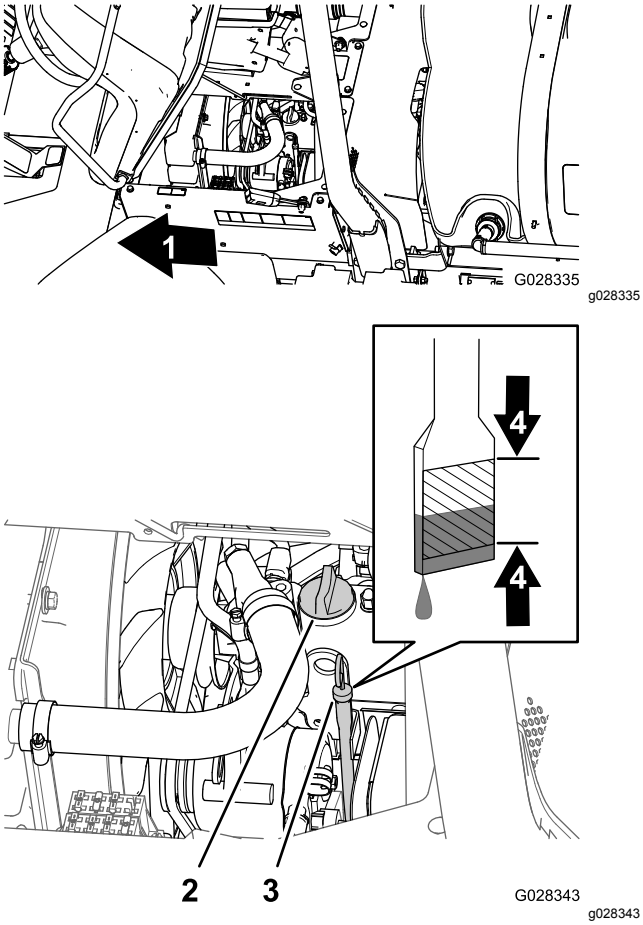

図 68
2. 助手席の下にあるディップスティックを抜きウェスで一度きれいに拭く (図 68)。
3. オイルの量が不足している場合は、バルブカバーについている補給口のキャップ図 68を取り、ディップスティックの FULL マークまで、補給管からオイルを補給する。
4. キャップを取り付ける図 68。
5. ディップスティックをしっかり差し込んで終了図 68